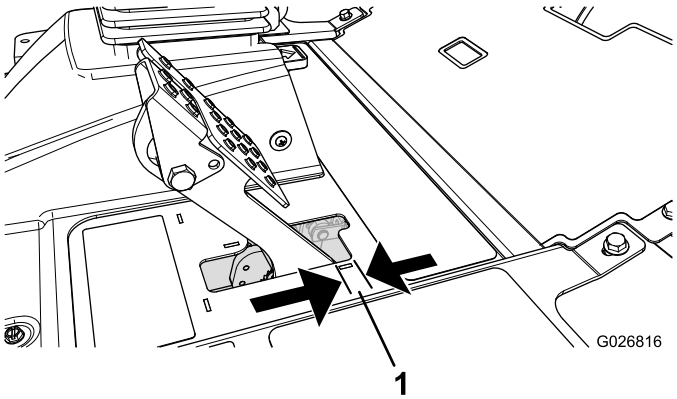

Figur 65
Juster bremserne, hvis bremsepedalen har mere end 2,5 cm fri vandring (Figur 65), eller hvis mere fastholdelseskraft er påkrævet. Fri vandring angiver den afstand, som bremsepedalen kan flyttes, før du mærker bremsemodstand.
2. Tilspænd den bageste møtrik for at flytte kablet bagud, indtil bremsepedalerne har 6 til 13 mm fri vandring (Figur 65), før hjulene låses.